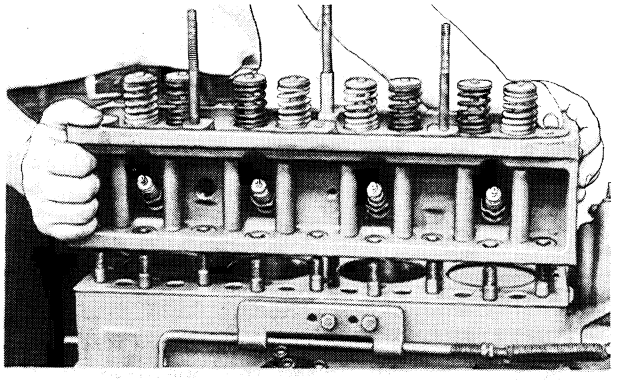

Fig. B-11. Removing Cylinder Head
5. Tap edges of the head with a lead or rawhide mallet and lift from engine as shown in Fig. B-11. *Do not attempt to pry head from the block as damage to the machined surfaces will result.*